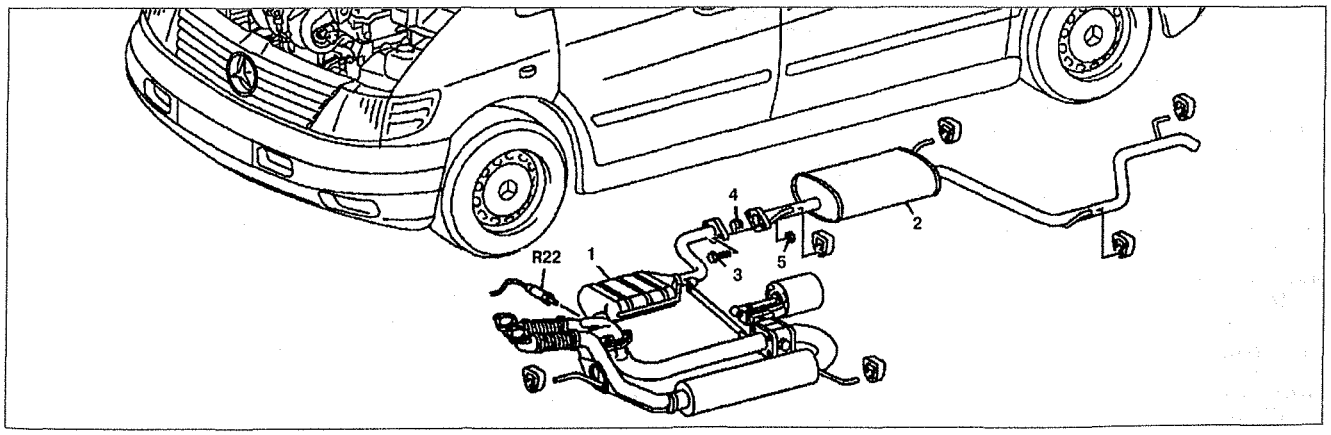

Рис. 2.6. Выпускная труба:
2. Снимите фланец **1** передней и задней части **2** частей выпускной системы (см.рис.2.6).